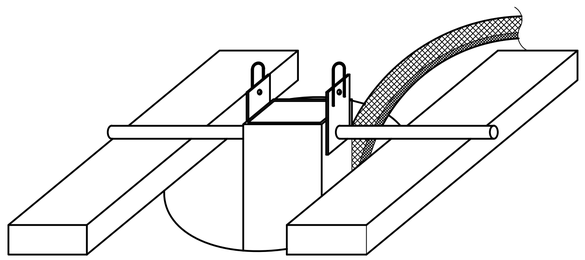

Рис.4
- спустить электрод в скважину и зафиксировать верхнюю часть на поверхности земли с помощью металлического стержня (рис.4);